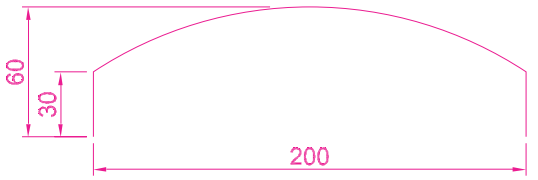

Fig. 17.28 Example – **Edgesurf** – pline outline
3. Construct the polyline to the sizes and shape as shown in Fig. 17.28.